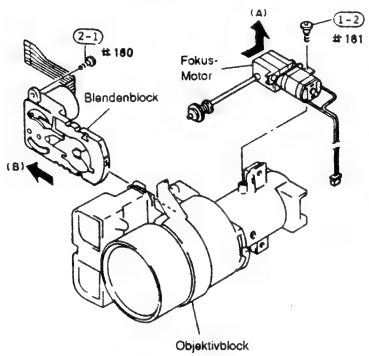

Abb. 2-103
2) Eine (1) Befestigungsschraube des Fokus-Motors entfernen (siehe Abb. 2-103).
3) Den Fokus-Motor von dem Objektivblock in Richtung des Pfeiles (A) entfernen.
1) Eine (1) Befestigungsschraube des Blendenblocks entfernen (siehe Abb. 2-103).
2) Den Blendenblock von dem Objektivblock in Richtung des Pfeiles (B) abnehmen.